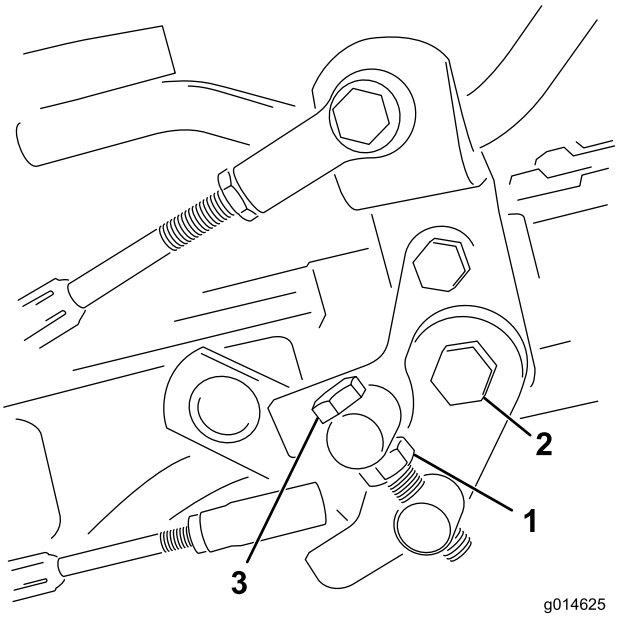

Figuur 51
1. Draai de contramoer op de draaitapbout los (Figuur 51).
4. Draai de contramoer op de draaitapbout en de moer op het scharnierpunt van het pedaal vast om de afstelling te vergrendelen (Figuur 51). Controleer de afstelling en stel nogmaals af indien dit nodig is.